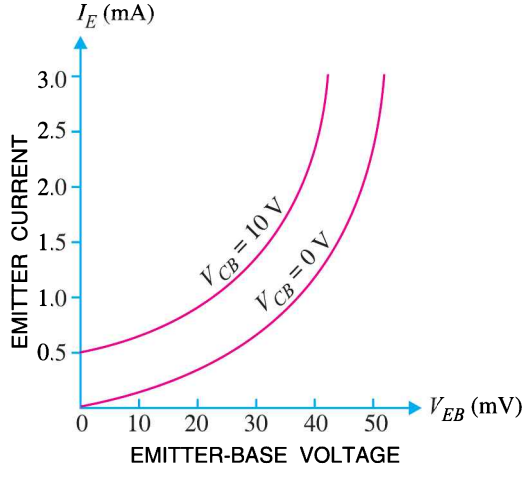

Fig. 8.14
1. Input characteristic. It is the curve between emitter current I_E and emitter-base voltage V_{EB} at constant collector-base voltage V_{CB}. The emitter current is generally taken along *y*-axis and emitter-base voltage along *x*-axis. Fig. 8.14 shows the input characteristics of a typical transistor in *CB* arrangement . The following points may be noted from these characteristics :